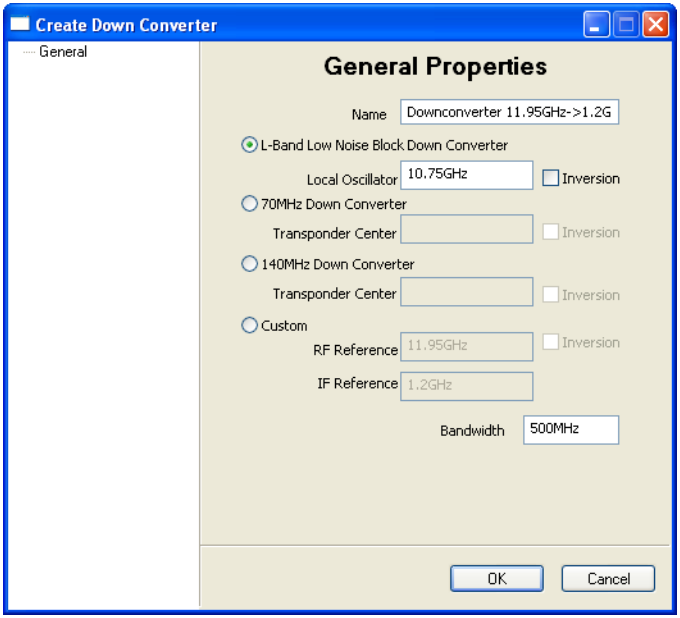

Figure 3-37 Create Down Converter dialog
5. The dialog box shown below (figure 3-37) will open. Specify a **Name** for this device.